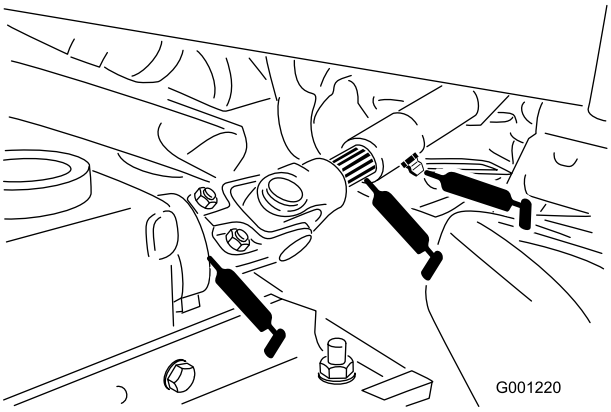

**Figur 37**
- Kraftuttagets universalaxel (Figur 37)